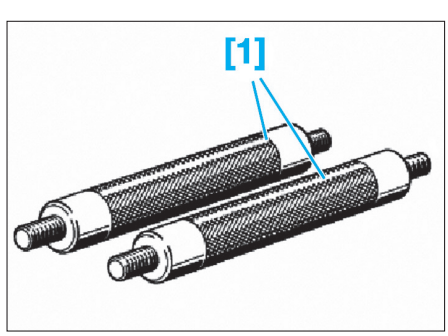

Fig. 17
- [1]. Poignée de montage pour la dépose et la repose du convertisseur de couple (réf BMW : 24 4 000) **(Fig.17)**.